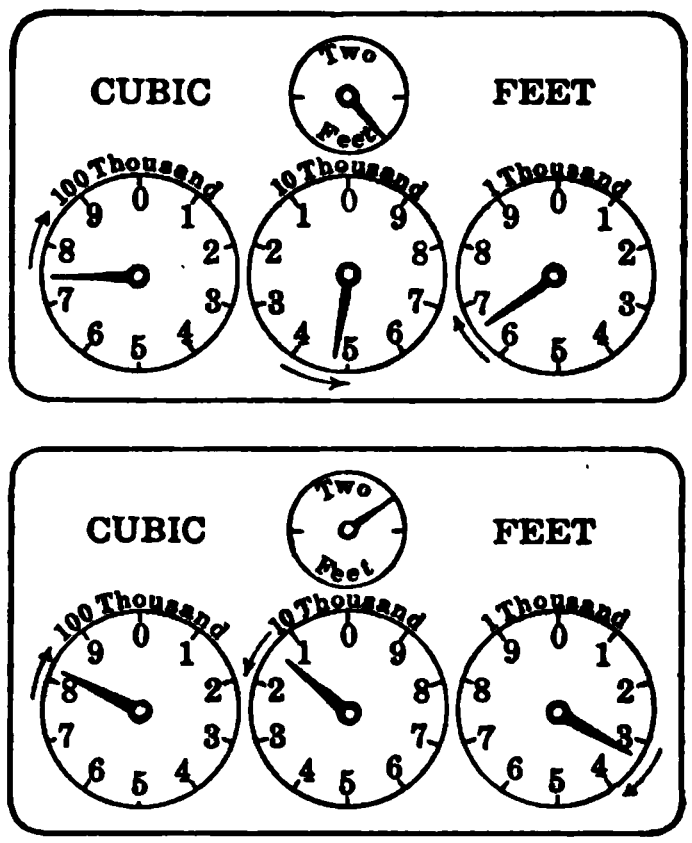

Fig. 138. Dials on a gas meter.
20. Figure 138 represents the dials on a gas meter at the beginning and at the end of the month. (*a*) What is the purpose of the small dial marked Two Feet? (*b*) If gas costs $1.25 per 1000 cubic feet, what is the amount of the bill for the month? (*c*) Draw a diagram to represent 84,600 cubic feet.